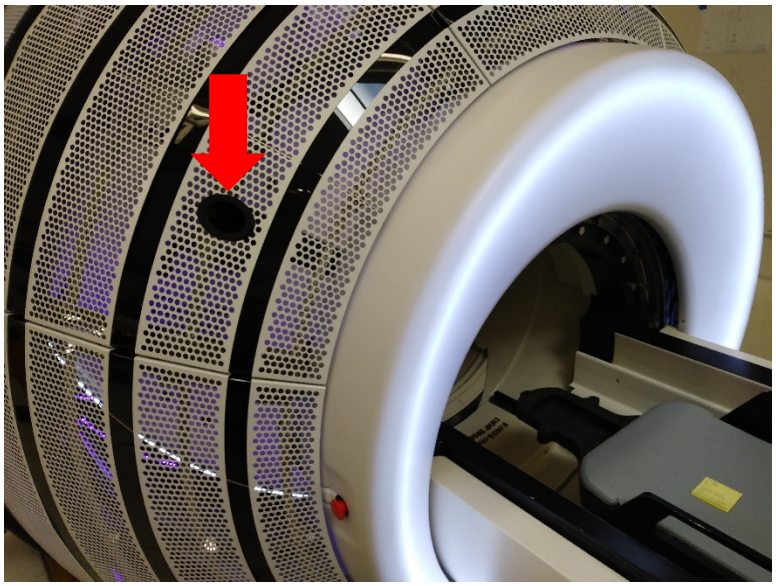

Figure 3-15 Port de localisation pour le passage des câbles dans le système Zap-X.
7. Faites passer en prenant des précautions la chambre ionique dans la machine à travers le trou d'accès au câble près de la porte, en veillant à fournir suffisamment de câble pour garantir un fonctionnement correct (voir Figure 3-15).
5. Faites passer soigneusement les câbles nécessaires dans les ports appropriés du système (voir Figure 3-15).